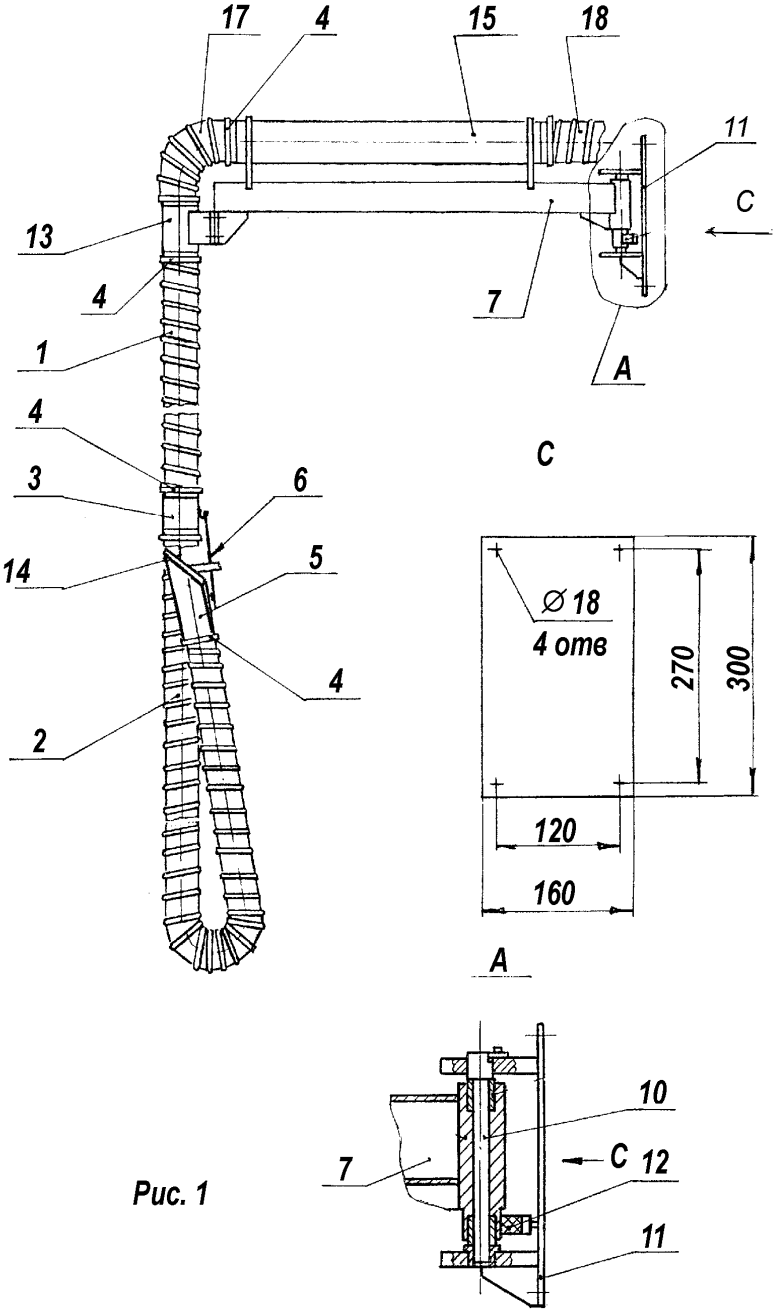

Рис. 1
На рис. 1 изображён общий вид устройств Краб 1,5 и Краб 3.
Воздуховытяжное устройство Краб всех модификаций (рис. 1 и 2) состоит из одинарной (устройства Краб 1,5 и 3) или двойной (устройство Краб 4) консоли, к которой жёстко присоединен приемный воздуховод, состоящий из двух гибких шлангов ***1*** и ***2***, соединительного патрубка, ***3*** и насадки ***5***. Крепление шлангов ***1*** и ***2*** на патрубке ***3*** и насадки ***5*** на шланге ***2*** осуществляется хомутами ***4***.
5.3. Для установки устройства необходимо на стене или колонне цеха установить на требуемой высоте (- 2,5 м) основание из листа толщиной = (18-20) мм размерами (200х350) мм с отверстиями М16 (см. рис. 1 и 2) обеспечив вертикальность расположения привалочной поверхности.